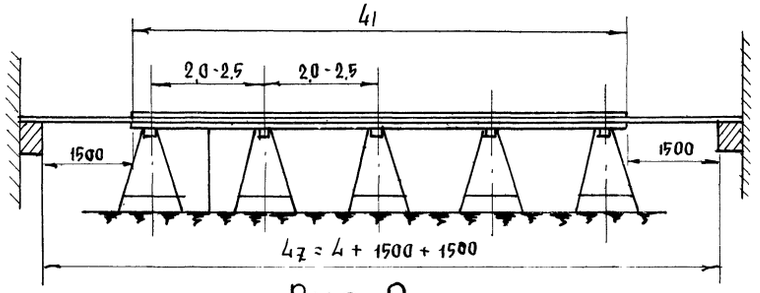

Рис. 2
Расчет длины заготовки куска парусины для гибкой ленты берется равной длине по проекту α_1 (рис. 2). На каждый метр длины дается припуск 12-15 см. необходимый на усадку материала при его обработке.
7 Провода для гибкой ленты нарезаются отрезками равной длины, с учетом вшитой части и свободных концов, (по проекту) и укладываются на козлы (рис. 2 и 3). Провода меньшего сечения занимают середину ленты.
9. Брезент берут, протягивают его под провода и раскладывают на козлах, оставляя равные концы проводов с обеих сторон не подлежащие обшивке. Свободные концы проводов нужны для дальнейшего монтажа в клеммовых коробках (рис. 2 и 3)